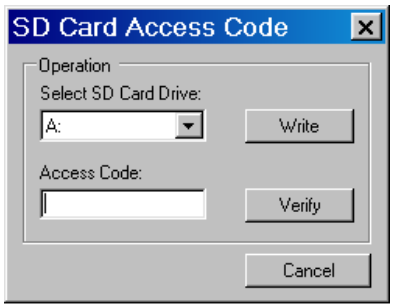

Figure 2-45 SD Card Dialog Screen
4. Select **Utility/SD Card Access Code**. TapTalk will display the SD Card dialog screen (Figure 2-45).